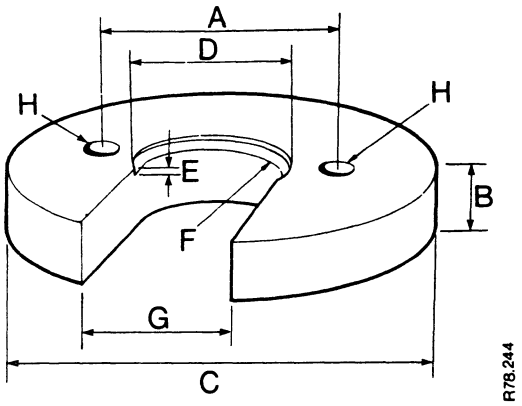

FIGURE 118. TOOL FOR REMOVING DISC BRAKE HUB
4. Make the plate shown in Figure 118. Fasten the plate to the flange of the brake drum removal tool K960618. Put the plate in the groove of the brake disc hub. Use the tool to pull the hub off the shaft.